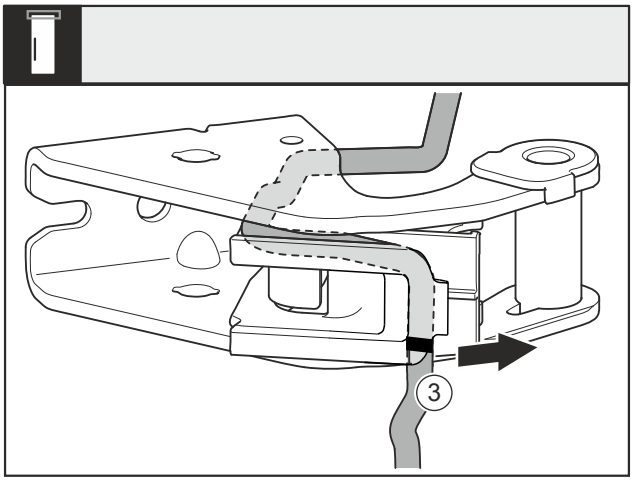

Fig. 17
▶ Kabel mit der Kabelhalterung *Fig. 17 (3)* vom Lagerbock demontieren.